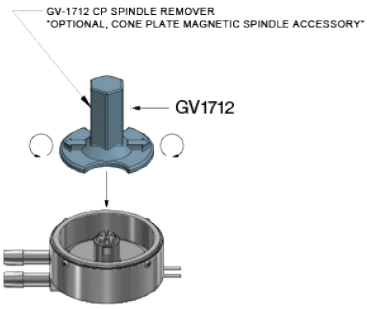

Figure A-4.1
- If the CPM spindle gets stuck to the cup, it can be removed with GV-1712 (CP spindle remover). Slide GV-1712 over CPM spindle until magnet engages spindle. Pivot in direction of arrows to release spindle from fluid (See Figure A-4.1). Remove CPM spindle from GV-1712 by pulling out, using finger notches for access.